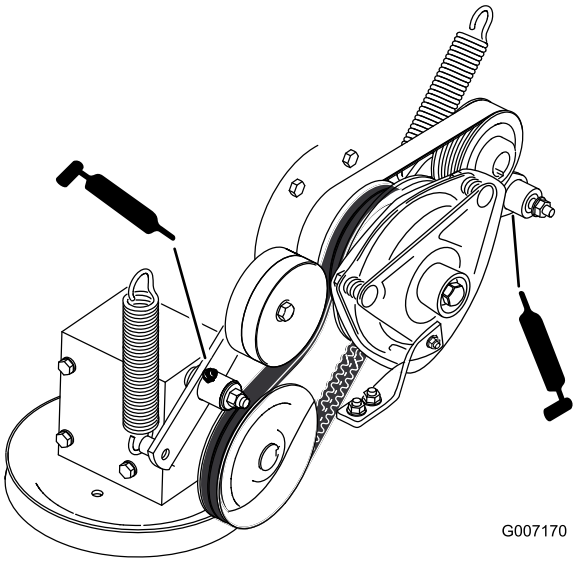

Figur 41
9. Smörj mellandrevsarmen på kraftuttagsdrivremmen (Figur 41).
10. Smörj pumpremmens mellandrevsarm (Figur 41).